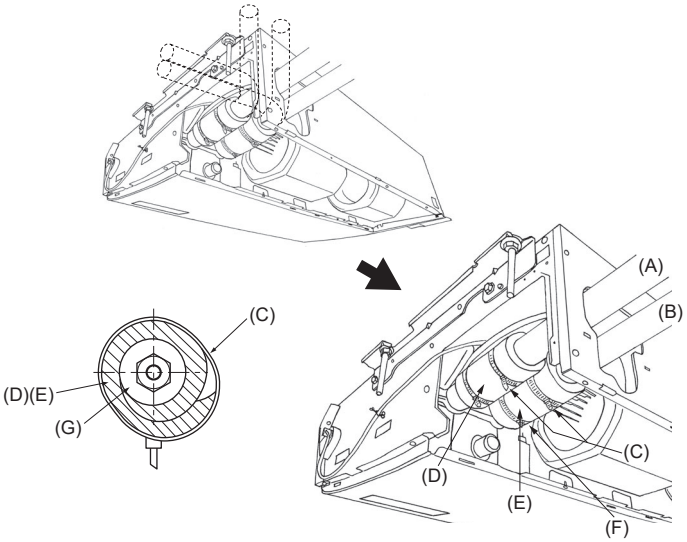

Fig. 4-3
4.3. Sezione interna (Fig. 4-3)